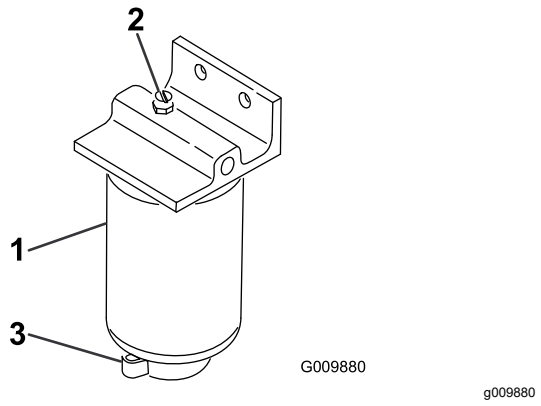

**Figur 57**
3. Løsn aftapningsventilen i bunden af filterskålen (Figur 57).
2. Rengør området, hvor filterskålen monteres (Figur 57).